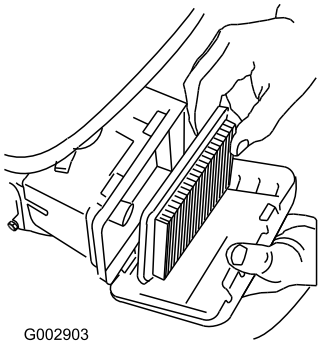

**Figur 39**
3. Fjern luftfilteret (Figur 39).